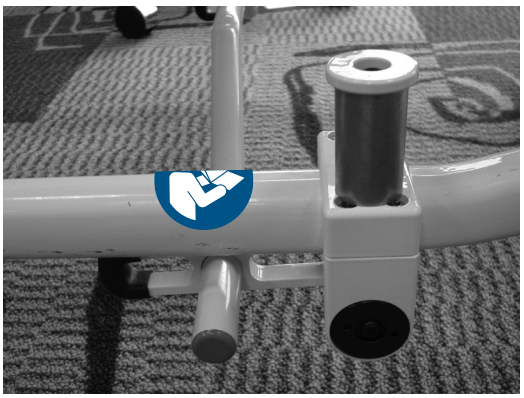

Figur 40
2. Operatør 2 ruller båren en smule fremad for at sikre, at støttebenet trækkes tilbage af sig selv som vist i Figur 40.